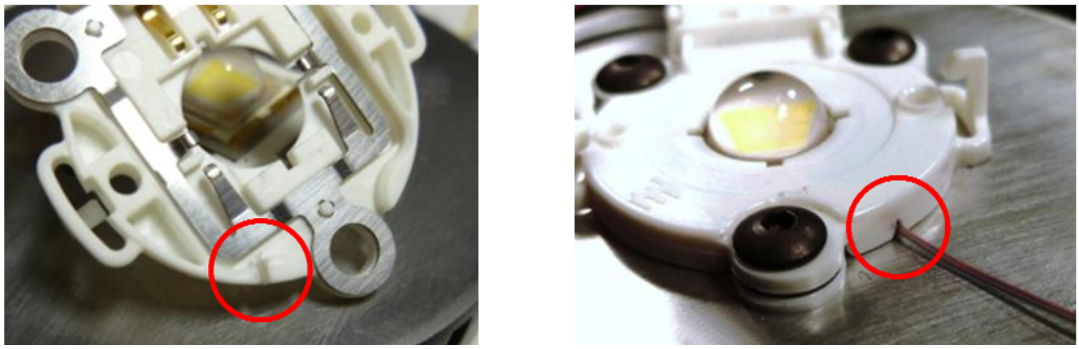

图 11. LS 型无焊料 LED 插座上的小槽可避免热电偶夹在夹具和散热片之间。
5. 一旦环氧树脂 / 化合物硬化后，应使用无焊料 LED 插座将带有热电耦的 LUXEON S 发射体安装到散热片上。必要时可以在无焊料 LED 插座上做出一个小槽，以避免热电耦夹在散热片和夹具之间（图 11）。